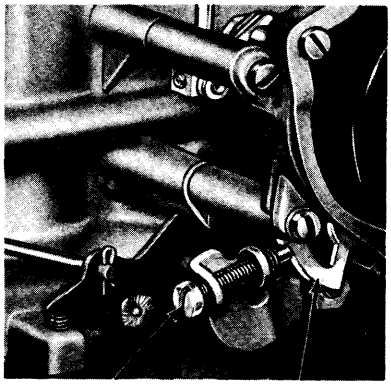

FIG. 6—Fast Engine Idle Speed Adjustment
4. The adjusting screw on the right side of the carburetor contacts one edge of the fast idle cam (Fig. 6). The cam permits a faster engine idle speed for smoother running when the engine is cold during choke operation. As the choke plate is moved through its range of travel from the closed to the open position, the fast idle cam pick-up lever rotates the fast idle cam. Each position on the fast idle cam permits a slower idle rpm as engine temperature rises and choking is reduced.
Align the fast idle cam with the fast idle screw as shown in Fig. 6. Then, turn the screw in to obtain the specified rpm.